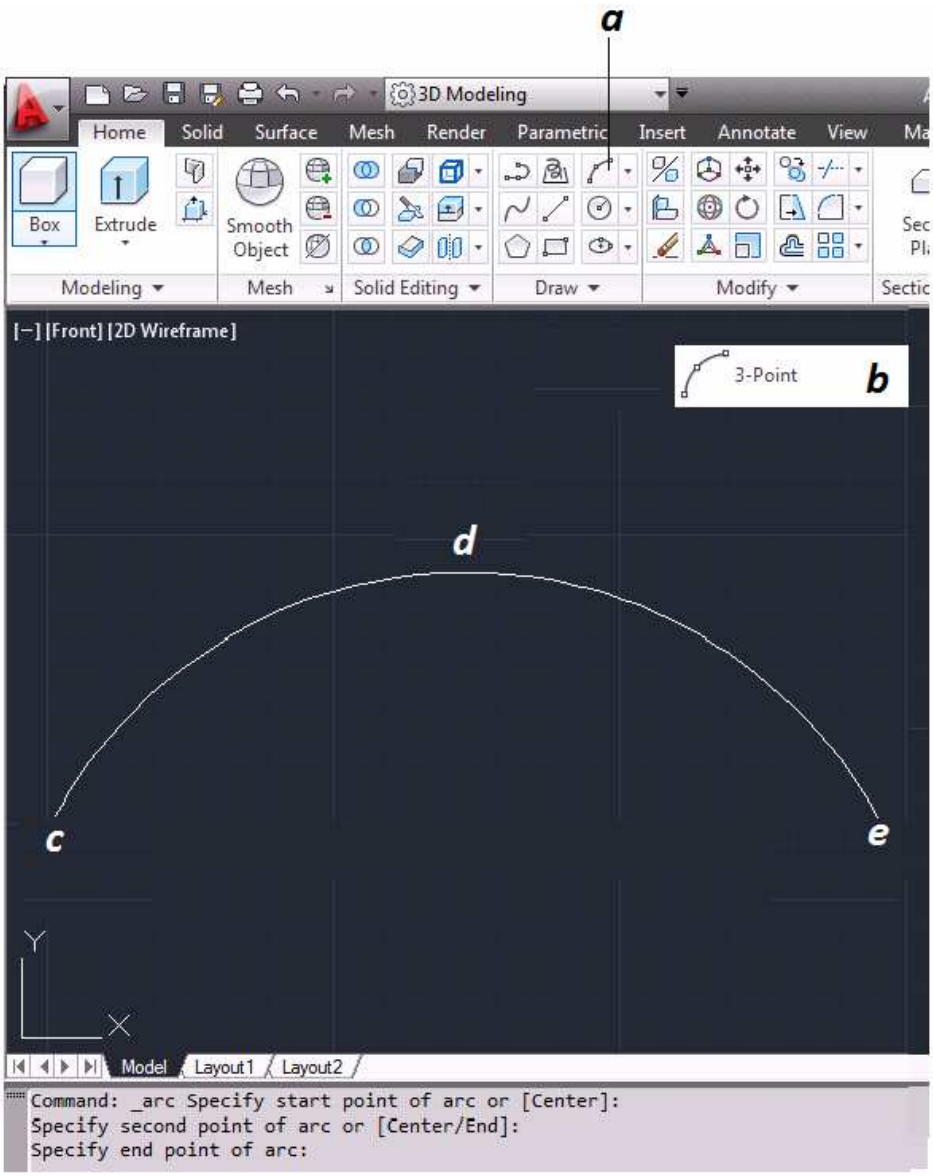

Figura 3.21 Creación de Entidades "Arco"
Ahora se creara un *ARCO (figura 3.21)* a partir del comando Arco [*arc*], con la herramienta 3 Puntos [3-Point].
- **a.** Se selecciona la herramienta Arco de la barra de herramientas *(figura 3.21)*.
- **b.** Se selecciona la herramienta 3 Puntos *[3 Points] (figura 3.21)*.
- **c.** Se piden seleccionar el inicio de nuestro arco *(figura 3.21)*.
- **d.** Ahora el segundo punto o punto medio *(figura 3.21)*.
- **e.** Finalmente se selecciona el último punto del arco *(figura 3.21)*.